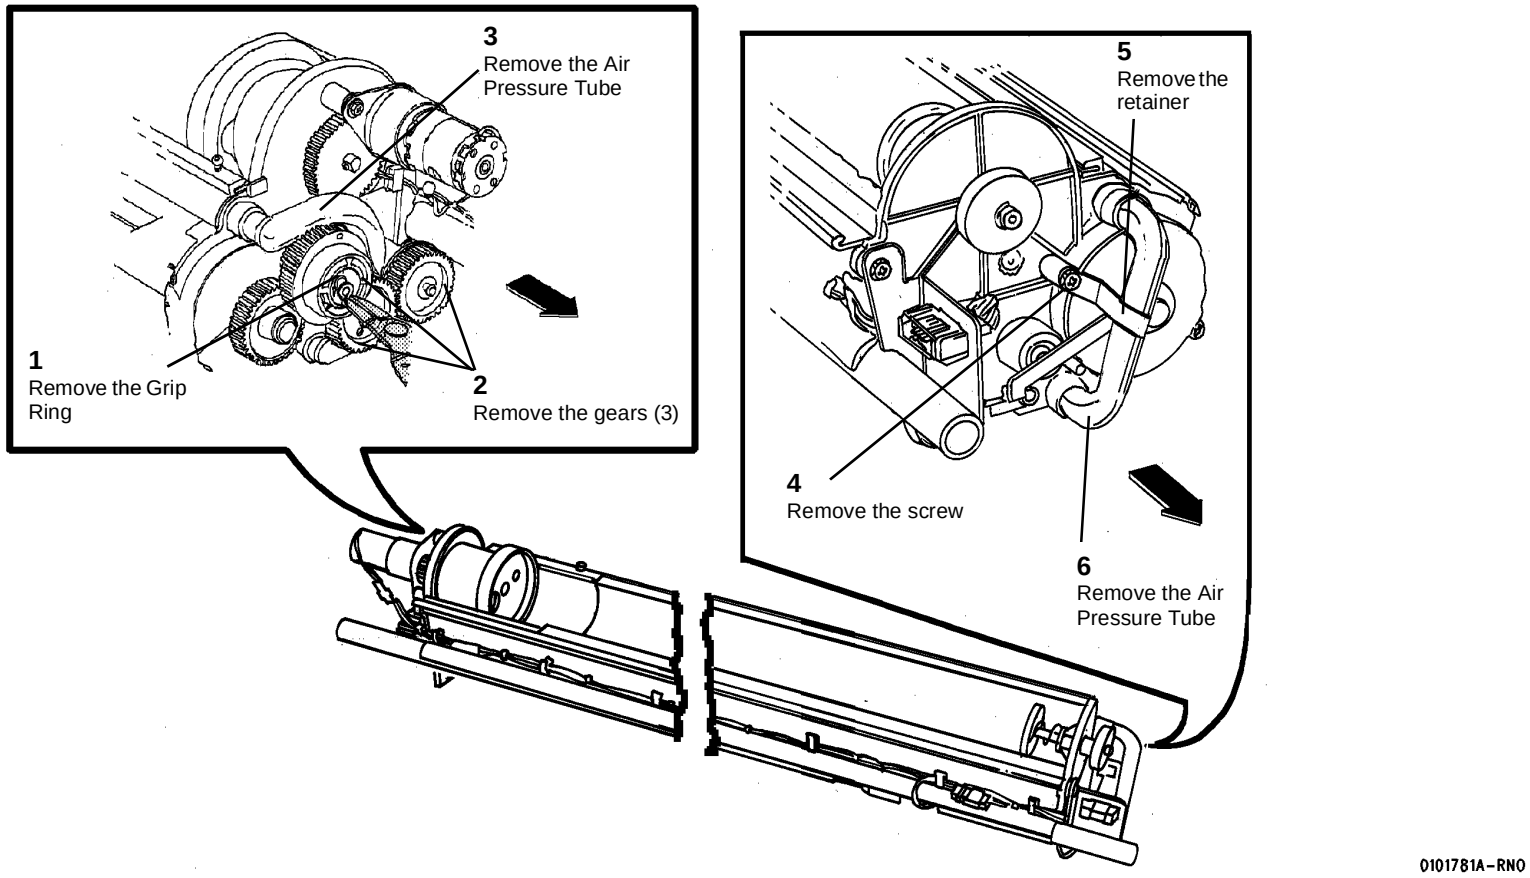

**Figure 1 Removing the Air Pressure Tubes**
2. (Figure 1): Remove the Air Pressure Tubes.